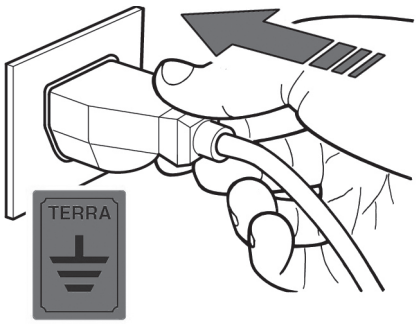

fig. 16
- It is imperative that the complete equipment is properly connected to an efficient earth connection (fig. 16).